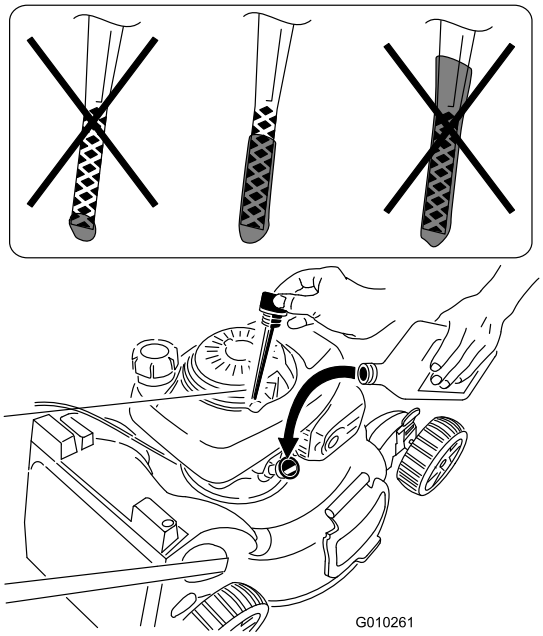

**Figur 40**
4. Häll **långsamt** olja i påfyllningsröret och kontrollera nivån med oljestickan med jämna mellanrum tills oljestickan visar att motorn är full, i enlighet med Figur 40. **Fyll inte på för mycket.** (Maximal påfyllning: 0,55 l, typ: SAE 30 renad olja med API-klassificering SH, SJ, SL eller högre.)